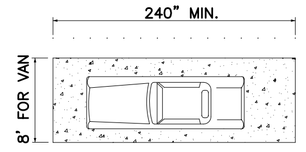

FIG. 10
4.6.5 PASSENGER LOADING ZONES. PASSENGER LOADING ZONES SHALL PROVIDE AN ACCESS ASILE AT LEAST 60" (1525mm) WIDE AND 20' (6m) LONG ADJACENT AND PARALLEL TO THE VEHICLE PULL-UP SPACE (SEE FIG. 10). IF THERE ARE CURBS BETWEEN THE ACCESS ASILE AND THE VEHICLE PULL-UP SPACE, THEN A CURB RAMP COMPLYING WITH 4.7 SHALL BE PROVIDED. VEHICLE STANDING SPACES AND ACCESS ASILES SHALL BE LEVEL WITH SURFACE SLOPES NOT EXCEEDING 1:50 IN ALL DIRECTIONS.
4.6.6 VERTICAL CLEARANCE. PASSENGER LOADING ZONES SHALL PROVIDE AN ACCESS ASILE AT LEAST 60" (1525mm) WIDE AND 20' (240") (6100mm) LONG ADJACENT AND PARALLEL TO THE VEHICLE PULL-UP SPACE (SEE FIG. 10). IF THERE ARE CURBS BETWEEN THE ACCESS ASILE AND THE VEHICLE PULL-UP SPACE, THEN A CURB RAMP COMPLYING WITH 4.7 SHALL BE PROVIDED. VEHICLE STANDING SPACES AND ACCESS ASILES SHALL BE LEVEL WITH SURFACE SLOPES NOT EXCEEDING 1:50 (2%) IN ALL DIRECTIONS.